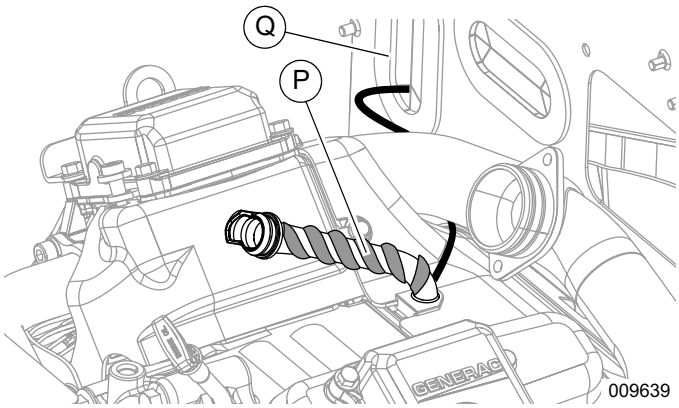

Figure 11. Enveloppement du tuyau du reniflard (série 500/1000)
5. Voir ***Figure 11***. Enroulez le réchauffeur du reniflard (P) autour du tuyau du reniflard, uniformément espacé comme illustré, en veillant à ce que les câbles conducteurs soient en bas. Enveloppez le réchauffeur et le tuyau du reniflard avec une bande d'étanchéité (déjà fournie) pour fixer le réchauffeur.